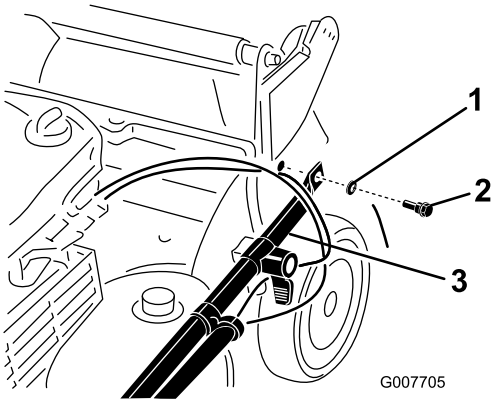

Figur 3
2. Fastgør håndtagesenderne på maskinens hus med to skiver og to håndtagsbolte (Figur 3). **Tilspænd ikke håndtagsboltene.**